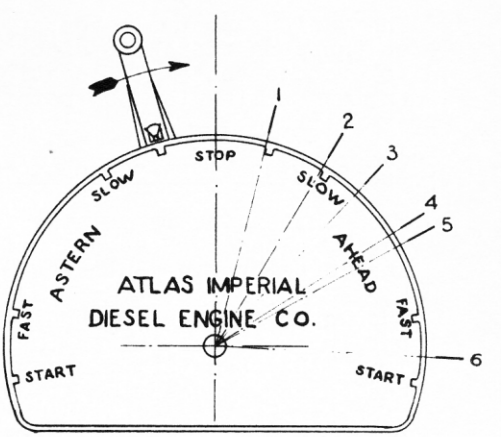
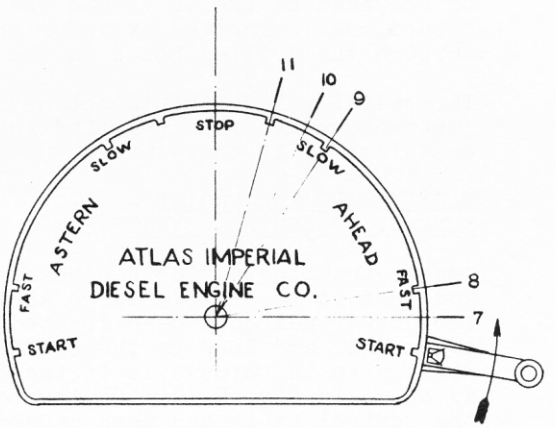

FIG. R-10
FIG. R-11
Assume that the engine has been running ASTERN and that it is desired to go AHEAD. The Control Lever has then been located somewhere between FAST and SLOW on the ASTERN side and the first step is to move it to the STOP position as shown in Fig. R-10. On its way up to STOP the Control Lever has then caused the fuel to be turned off and the Flywheel Air Brake to go on. Consequently with the Lever in STOP as shown the engine will rapidly come to a stop. The lever should be kept in the STOP position until the engine has come to a full stop.
After the engine has stopped the control lever can be moved toward START on the AHEAD side. Referring to the numbered positions on Fig. R-10 the following events take place.
Finally the Control Lever arrives in the START position and the engine is turning over on air. The fuel wedge shaft is held in the "No Fuel" position. As soon as the engine has attained sufficient speed the lever should be moved to FAST or to some position between FAST and SLOW. Moving the Control Lever from START toward STOP the following events occur. Referring to the numbered positions in Fig. R-11
(10) The wedge shaft has now been turned to the "No Fuel" position when it is tripped by the mechanism described in paragraph (16). The fuel wedge shaft will now stay in the "No Fuel" position until the control handle has been moved down to START and up again to position (7). At this point the air brake also starts to go on and the engine slows down.
(11) The ports in the Disc Control Valve connecting to the Air Brake are now fully open and the engine is rapidly coming to a stop. If the globe valve to the Compression Relief Valve Header is open the cylinder compression will also be relieved when the Lever is in STOP. Keep the Control Lever in STOP until the engine has come to a full stop.
It should be noted that there are two positions on each side of STOP. (The position of the Lever shown in Fig. R-10 and position (11) in Fig. R-11.) The engine will stop in either of these positions. However, the point at which the Control Valve ports to the Air Ram start to open are located close to the STOP positions. Consequently the Air Ram might start to move the reversing mechanism to the ASTERN position if the lever is placed in the ASTERN side STOP position (as shown in Fig. R-11). Therefore if it is probable that the engine will again be started in the same direction in which it was running, the lever should be moved only to the first STOP.
Should the engine be running it can of course be stopped without turning on the air but in that case the engine will coast for a considerable period of time, particularly if the boat is moving and there is no air available for the flywheel brake. If the engine is coasting it can, of course, be started in the direction of its rotation by merely moving the handle to some point between SLOW and FAST, but in that case the following precautions should be observed: There being no air in the reversing cylinder to hold it in place, the latches are held in the AHEAD or ASTERN position entirely by the interlocking pins described in paragraph 4. The positively operated interlocking pin locks the reversing rack and the latches at point "4"! (See Fig. R-10.)
The spring loaded pin was pulled out by the control lever when it was put in the STOP position and is released by either movement of the reversing mechanism or by the control handle. In this case, the reversing mechanism has not moved and therefore the spring loaded pin must be released by moving the handle down to the position "4" shown on Fig. R-10. The releasing of the spring loaded interlocking pin is accompanied by a loud "click" which can easily be heard. It is not necessary to hold the handle in position for any length of time. Should it be desired to run slow, the handle can immediately be moved back up to SLOW and the latches are then locked in position for the entire speed range.